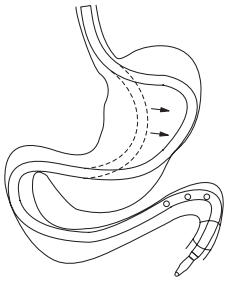

図7
15. 吸引用コネクターからインジェクションコネクターを取り外した後、本品を更に挿入し、胃内でたるませる（**図7**）。